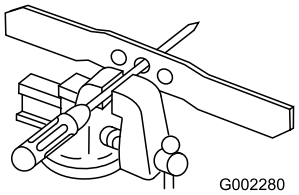

Bild 31
1. Prüfen Sie die Auswuchtung des Messers, indem Sie das mittlere Loch im Messer über einen Nagel oder einen Schraubenzieherschaft hängen, den Sie horizontal in einen Schraubstock einklemmen (Bild 31).